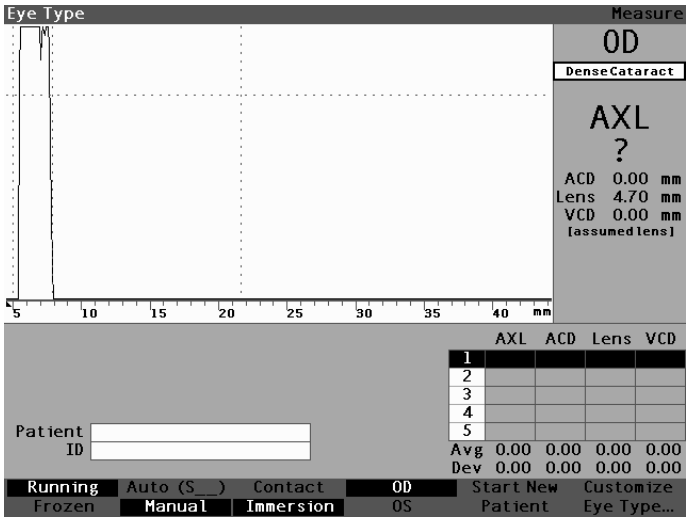

Figure 6-4 Eye Type Changed
3. Within the eye type field, rotate the knob to scroll through the list of eye types. Select the appropriate eye type. Press the knob or the √ button to save the new eye type as shown in figure 6-4.